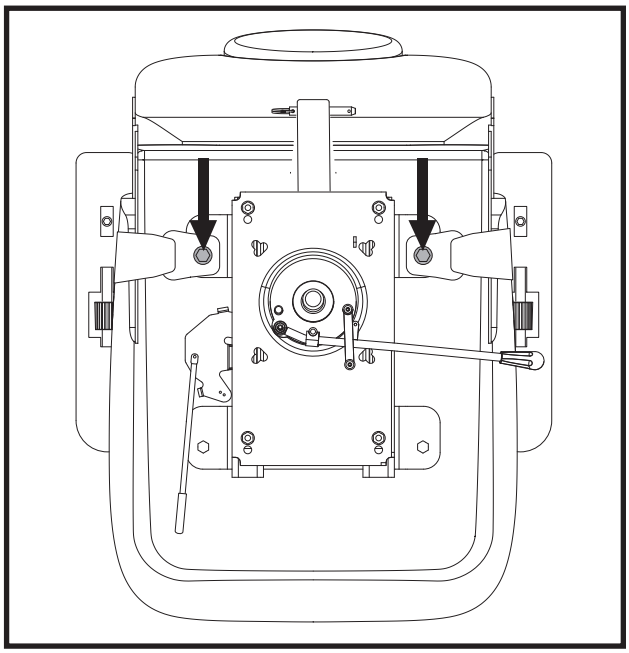

Figure 23. Boulons du ceinture de positionnement
2. Placez le siège à l'envers pour faire face à sa base. **Voir la figure 23.**